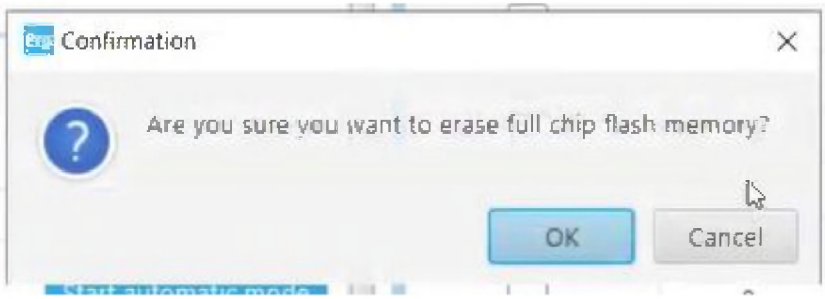

Рисунок 36
5.1.7 Во всплывающем диалоговом окне нажать кнопку ОК (Рисунок 36).